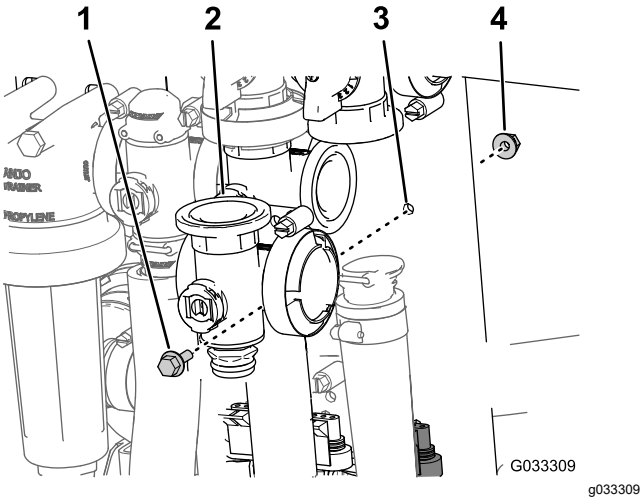

Figuur 73
3. Verwijder de flenskopbout en flensborgmoer waarmee de hoofdklep van de spuitboom is bevestigd aan de klepbevestiging en verwijder de klepverdeler van de machine (Figuur 73).